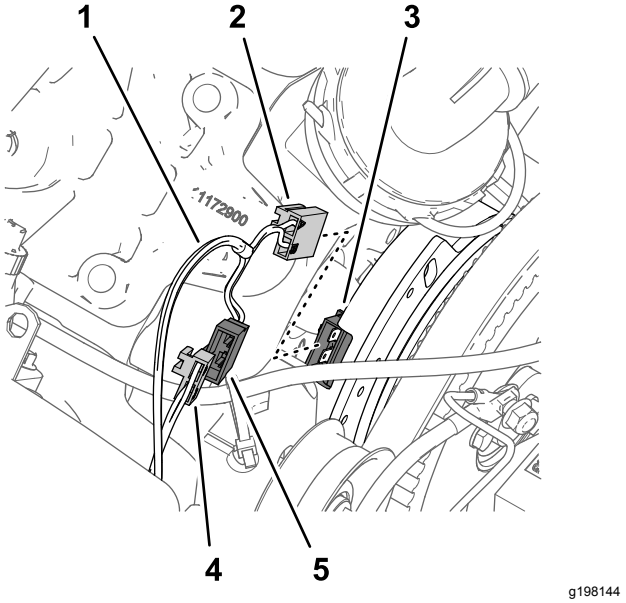

Figuur 167
2. Sluit de stekker met 2 pinnen van de aftakking van 84 cm van de bijgeleverde kabelboom met aanduiding PUMP CLUTCH (pompkoppeling) aan op de connector met 2 contacten van de machinekabelboom met aanduiding SPRAY PUMP COIL (spoel van spuitpomp) (Figuur 167).
2 pinnen van de wisselstroomdynamo (Figuur 167).